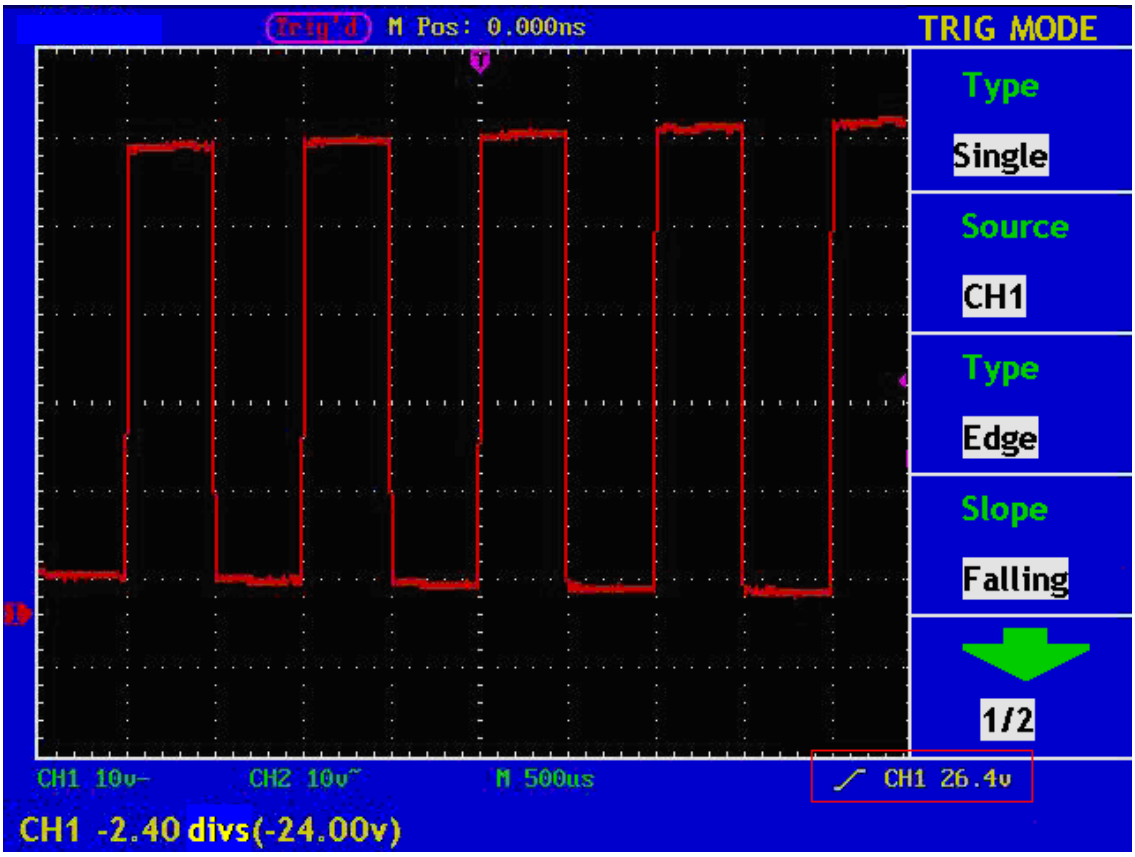

Fig. 27 Wave Form Triggered on the Rising Edge
7. Press the **F5** menu selection button and press the **F3** menu selection button choose **DC** for Coupling. The display in the screen is as Fig. 27.